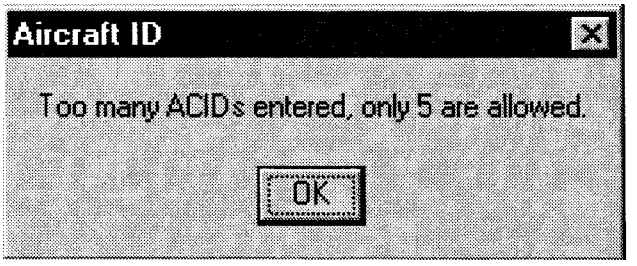

FIGURE 4-90A. TOO MANY ACIDs ERROR MESSAGE WINDOW
(2) If the user enters more than 5 ACIDs, the system will display an Error Message box stating too many ACIDs were entered and give the user the maximum number of ACIDs to be entered. (Figure 4-90A).